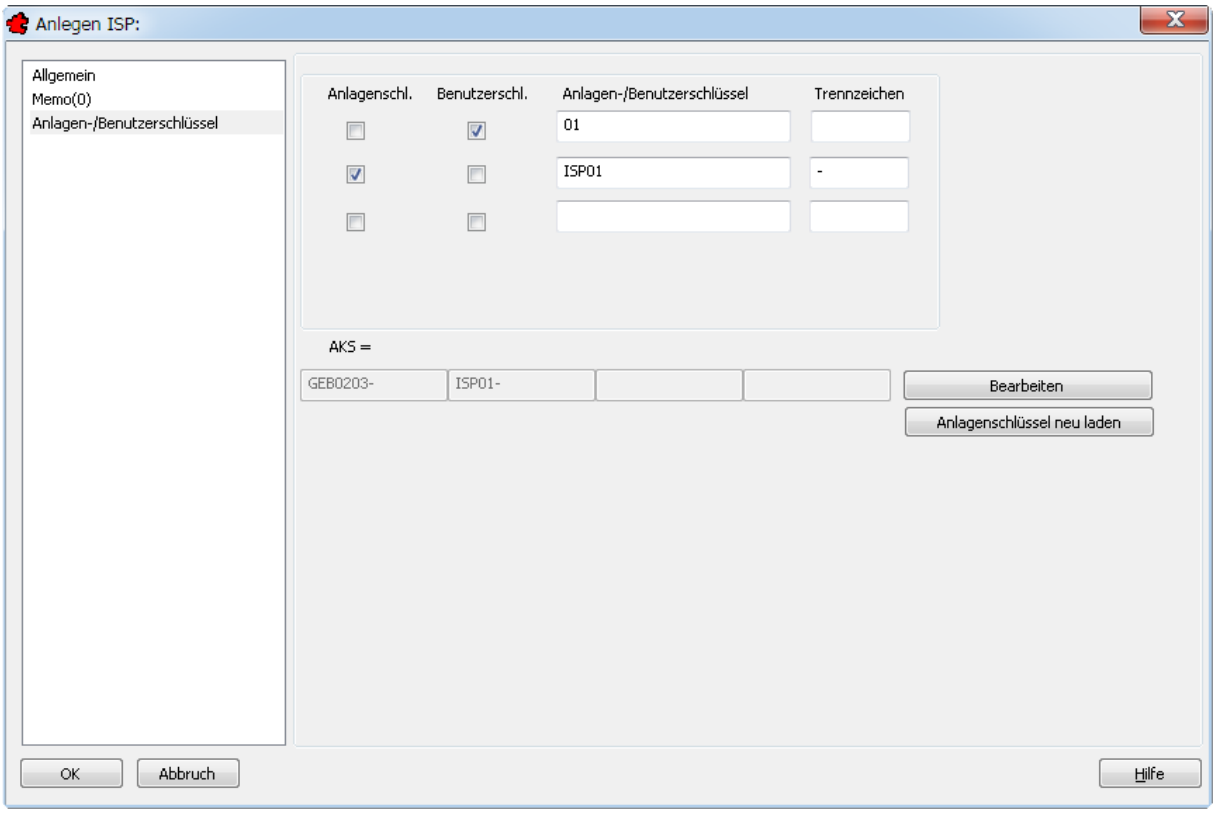

Bild 24.9 – ISP: Zuordnung von Texten zu Anlagen- und Benutzerschlüsseln
- Im Bereich *Anlagen-/Benutzerschlüssel* tragen Sie für den *Benutzerschlüssel* **01** ein und für den *Anlagenschlüssel* **ISP01.** *Trennzeichen* ist das Minuszeichen (Abb. 24.9).